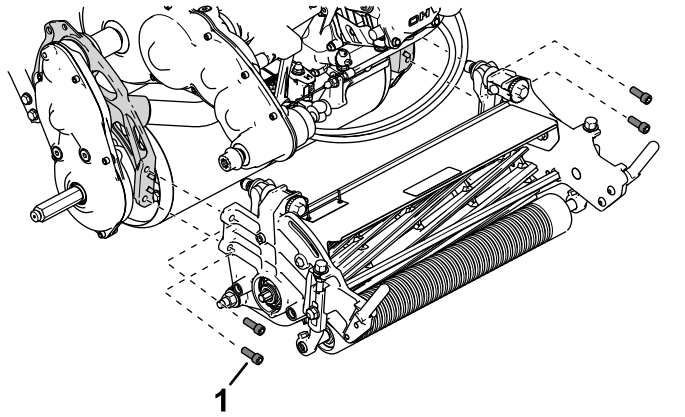

Figuur 49
4. Verwijder de inbusschroeven waarmee de maai-eenheid aan het frame is bevestigd (Figuur 49).